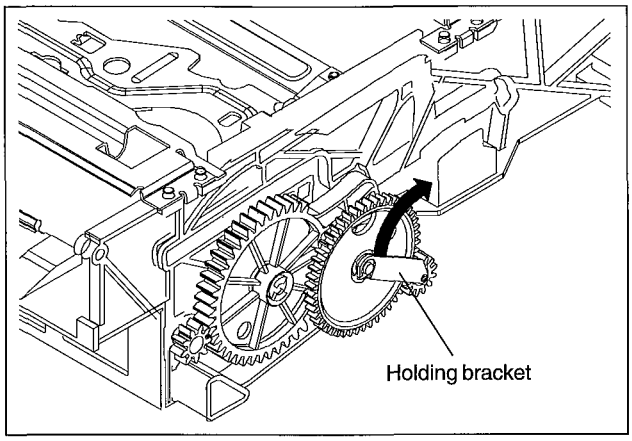

Fig. 1.12
- Free the holding bracket (fig. 1-12) by rotating it up and back from the upper end.